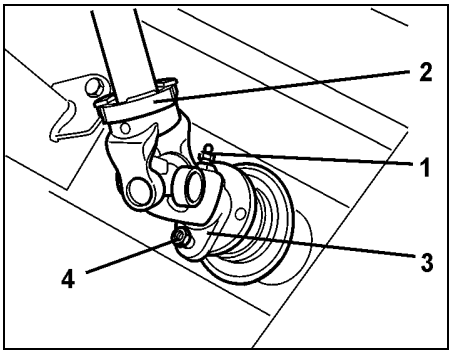

Rys. 11
- Poluzować smarowniczkę (Rys. 11/1).
- Nałożyć wałek przekaźnikowy (Rys. 11/2).
- Widełki łączące (Rys. 11/3) zamocować śrubą ścinalną (Rys. 11/4).
- Wkręcić smarowniczkę (Rys. 11/1).